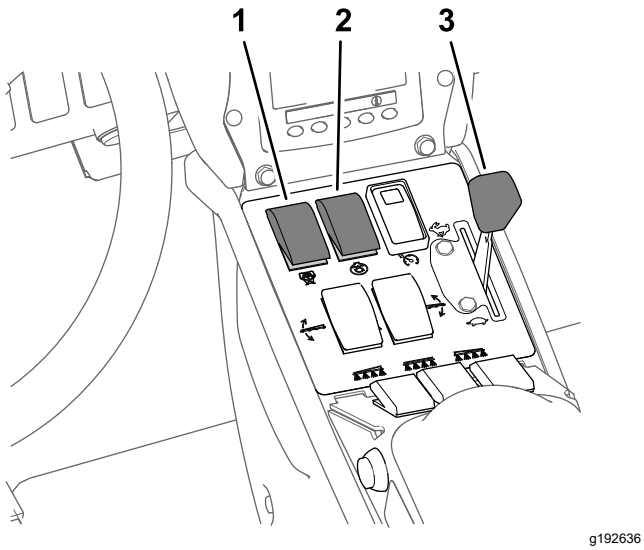

Рисунок 45
8. Установите переключатель перемешивания и выключатель насоса для опрыскивания в положения Вкл. (Рисунок 45).
9. Установите регулятор дроссельной заслонки в положение БЫСТРО (Рисунок 45).
Примечание: При выполнении этой процедуры предполагается, что насос для опрыскивания включен; см. Рисунок 45 в разделе Опрыскивание в режиме заданной нормы внесения (страница 44).
4. Установите рычаг дроссельной заслонки в требуемое положение частоты вращения двигателя для опрыскивания; см. Рисунок 45 в разделе Опрыскивание в режиме заданной нормы внесения (страница 44).